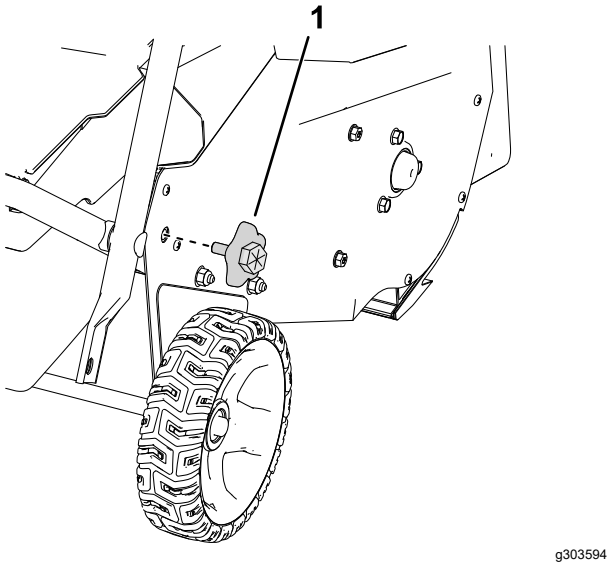

Figur 4
4. Fjern de nedre håndtaksknottene fra begge sider av maskinen (Figur 4).